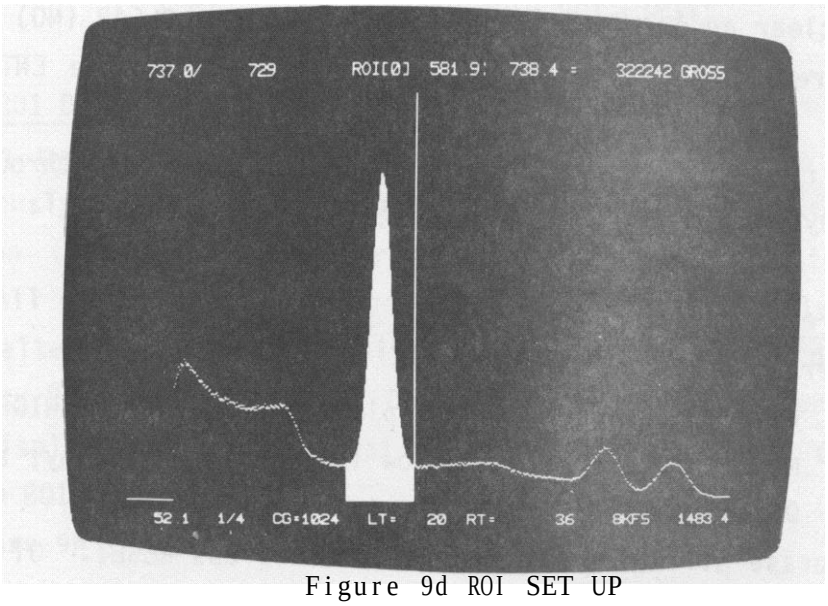

Figure 9d ROI SET UP
f) Enable and disable ATTACH HIGH. The ROI is now set up as shown in figure 9d.